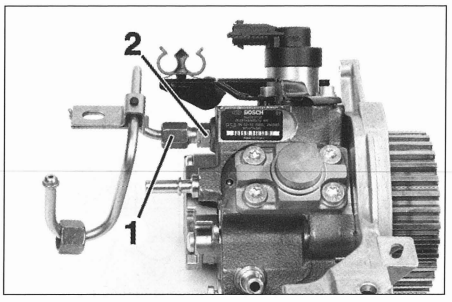

FIG. 30
• Desatornillar el tubo (1) (fig. 30) sujetando el rácor (2).